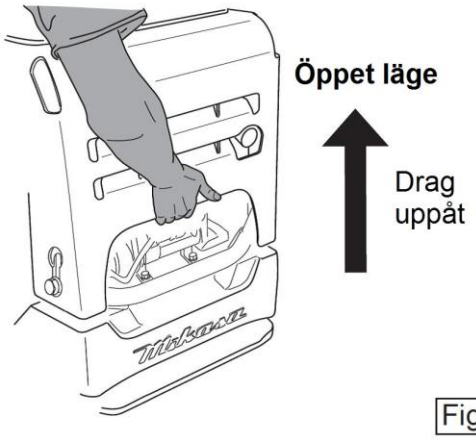

Fig.38
2. Greppa lyftbågen och undre kanten på huvens framsida och drag uppåt. (Fig. 38)